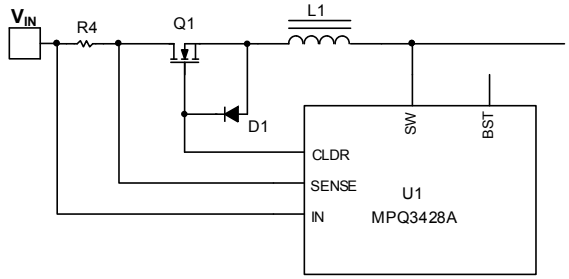

Figure 4: Gate Protection Diode for High Output Voltage Condition
3. SOA: The MOSFET should survive when conducting a current pulse that has a high level of V_{CL} (mV) / R_{SENSE} (mΩ) and lasts for C_{SS} (nF) x 0.7 (V) / 7 (μA) + 0.5ms.
4. Gate-to-source voltage rating: The positive gate-to-source voltage rating should be greater than 5.5V, while the negative voltage rating should be greater than the value of the output voltage. If the output voltage is too high and the MOSFET gate-to-source rating cannot meet the requirement, a diode from the source to the gate of the disconnecting MOSFET is recommended (see Figure 4).